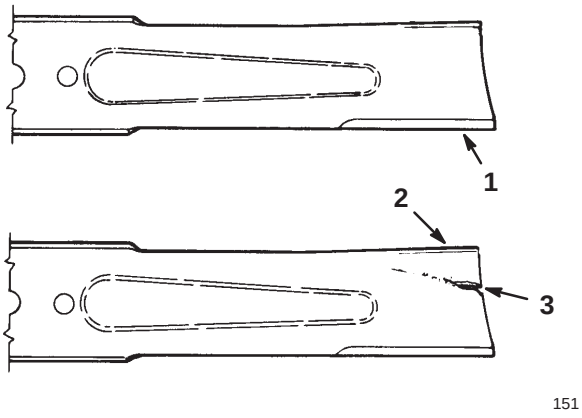

Abbildung 22
2. Die Schneidkanten untersuchen (Abb. 22). Wenn die Kanten nicht scharf sind oder Kerben haben, das Schnittmesser ausbauen und schärfen. Siehe “Schärfen der Schnittmesser”, Seite 19.
3. Die Schnittmesser untersuchen, insbesondere den gebogenen Bereich (Abb. 22). Wenn Schäden, Verschleiß oder Rillenbildung in diesem Bereich festgestellt werden (Abb. 22), muß sofort ein neues Schnittmesser installiert werden.